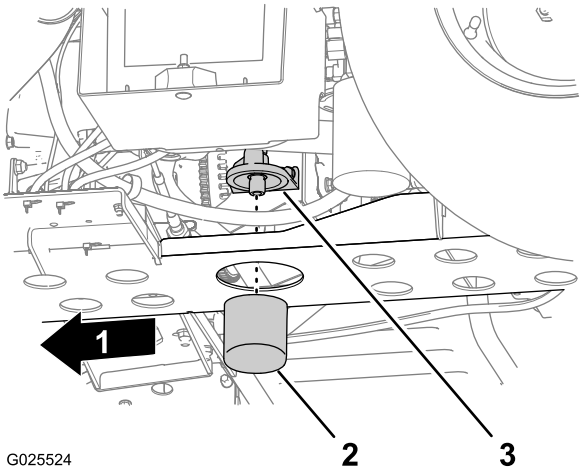

Figur 55
4. Fjern oliefilteret fra filteradapteren (Figur 55).
5. Tør forseglingsbunden på filteradapteren af (Figur 55).
7. Monter filteret, indtil pakningen er i kontakt med forseglingsbunden på filteradapteren, og tilspænd derefter filteret med uret og yderligere 1/2 til 2/3 omgang (Figur 55).